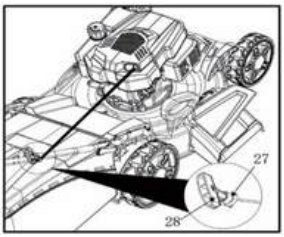

rys. 12
3. Zawsze odkładaj uchwyt rozrusznika (28) na hak (27) znajdujący się po prawej stronie górnego uchwytu (2) (rys. 12), gdy rozrusznik nie jest używany.